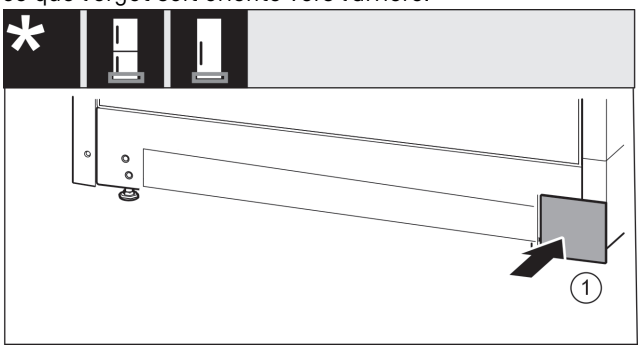

Fig. 17
▶ Remettre le cache *Fig. 17 (1)* en place de l'autre côté.